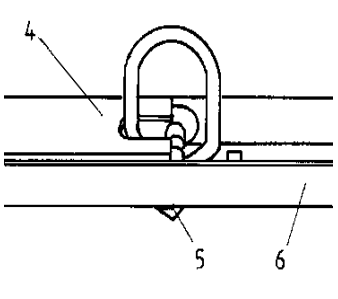

Abb. 5
- Der Spannhebel (4) ist durch den Verschlusshebel (5) in dem U-Träger (6) arretiert (Abb. 5). Ist dies nicht der Fall, Spannhebel (4) niederdrücken bis der Verschlusshebel (5) unter dem U-Träger (6) einrastet.